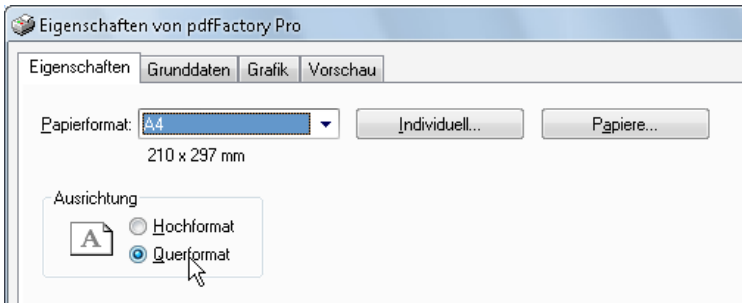

Bild 15.4 – Das Standard-Druckblatt im Querformat
- Stellen Sie auf der Registerkarte *Eigenschaften* die *Ausrichtung* auf *Querformat* ein (Abb. 15.4).